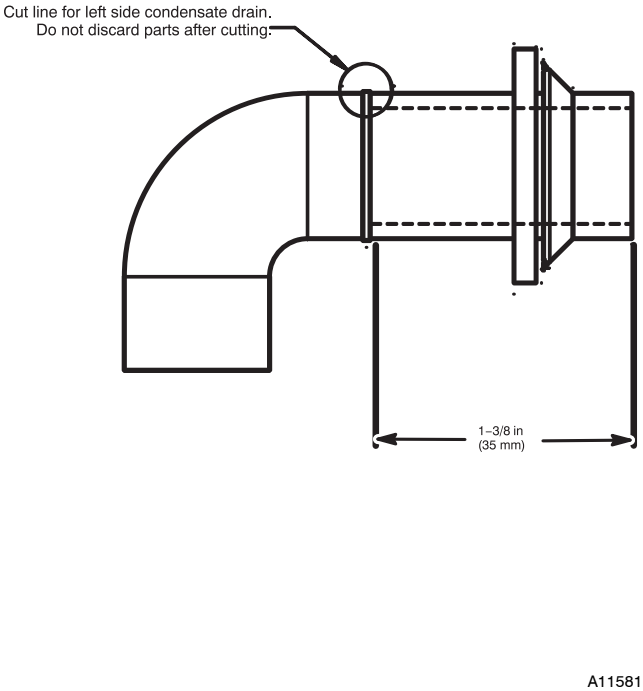

**Fig. 15 - Modify Rubber Drain Elbow**
3. The Z-pipe is connected to the condensate trap and the outside of the furnace by modifying the formed rubber drain elbow as shown in Fig. 15.
4. Remove the formed grommet from the rubber drain elbow by cutting the elbow along the vertical line located about 1-3/8 in. (35 mm) away from the formed grommet. See Fig. 15. **DO NOT DISCARD THE FORMED GROMMET OR THE RUBBER ELBOW**. Both of these pieces will be used.
**TIP FROM CONTRACTORS**: When installing the furnace horizontally, use the entire drain elbow (that is, do NOT cut as shown in Fig. 15 to connect the trap to the drain line. This helps to prevent bumps and shocks to the drain line from damaging the furnace drain trap. Avoid misalignment of the drain pipe which may cause kinks in the elbow.